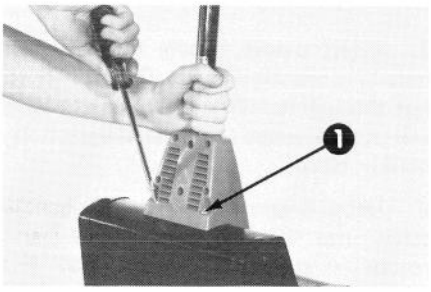

Figure 8
15. Insert a 1/4" x 1" screw in the threaded slot in the rear of the handle support (Fig. 8) and screw into pla Repeat with second screw.